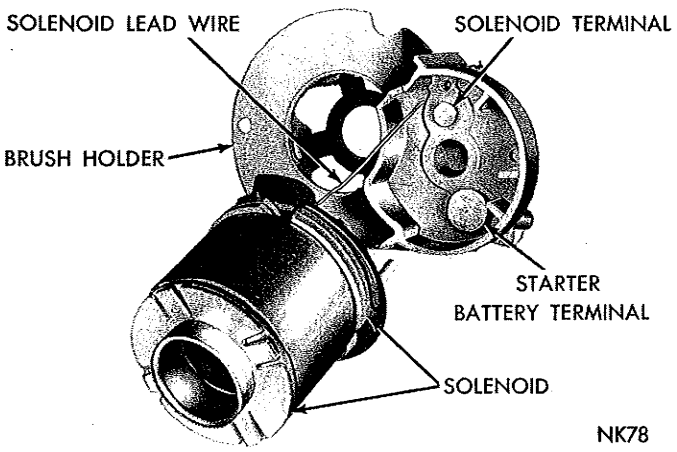

***Fig. 21—Assembling Solenoid to Brush Holder Plate***
(12) Assemble battery terminal stud in brush holder, placing sealing washer under plain washer.
(13) Enter solenoid lead wire through hole in brush holder (Fig. 21) and install solenoid stud, insulating